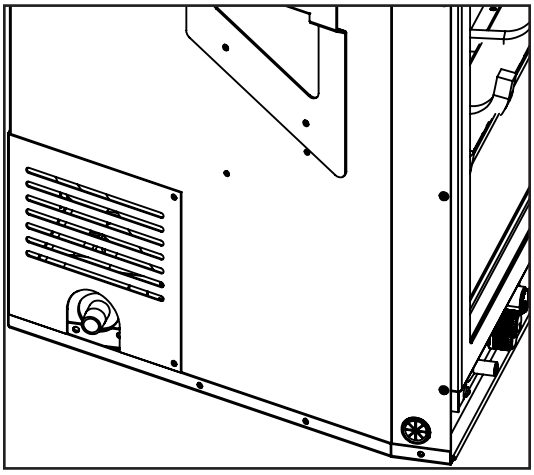

Figure 36: ⅜" NPT Male Pipe Nipple with Cover Attached.
• A ⅜" NPT male pipe nipple (supplied with the unit) will have to be turned into the valve at the lower left side rear of this fireplace (see Figures 36 and 37). Consult the local authorities for local codes or use the CAN/CGA B149 (1 or 2) installation code in Canada. In the US, gas installations follow either local codes or the current edition of the National Fuel Gas Code ANSI Z223.1.